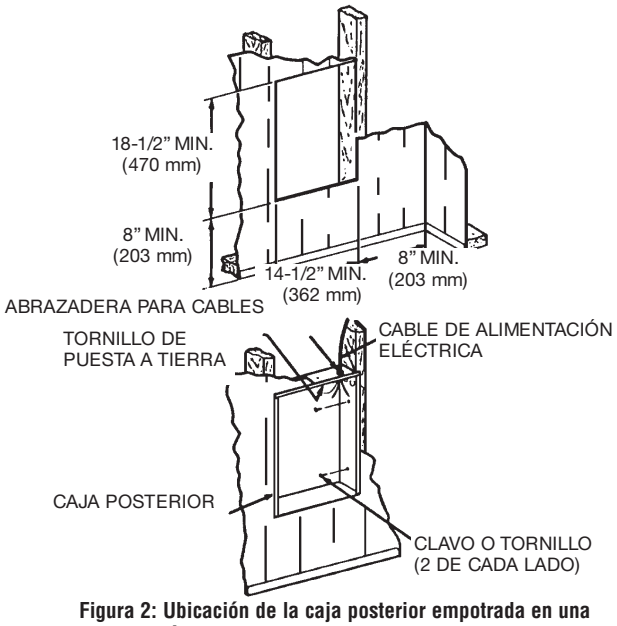

Figura 2: Ubicación de la caja posterior empotrada en una construcción existente
1. Practique en la pared una abertura de 362 mm (14-1/2”) de ancho por 470 mm (18-1/2”) de alto, a la altura deseada para la instalación, pero a no menos de 203 mm (8”) de la pared adyacente y del piso (vea la Figura 2).